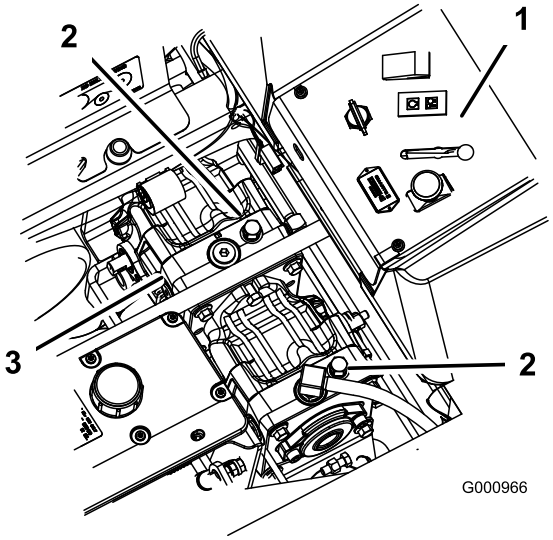

Figur 22
2. Vrid överströmningsventilerna motsols ett varv för att skjuta maskinen framåt. Hydrauloljan kan då passera förbi pumpen, så att hjulen kan rotera (Figur 22).
Vrid överströmningsventilerna medsols ett varv för att köra maskinen (Figur 22).